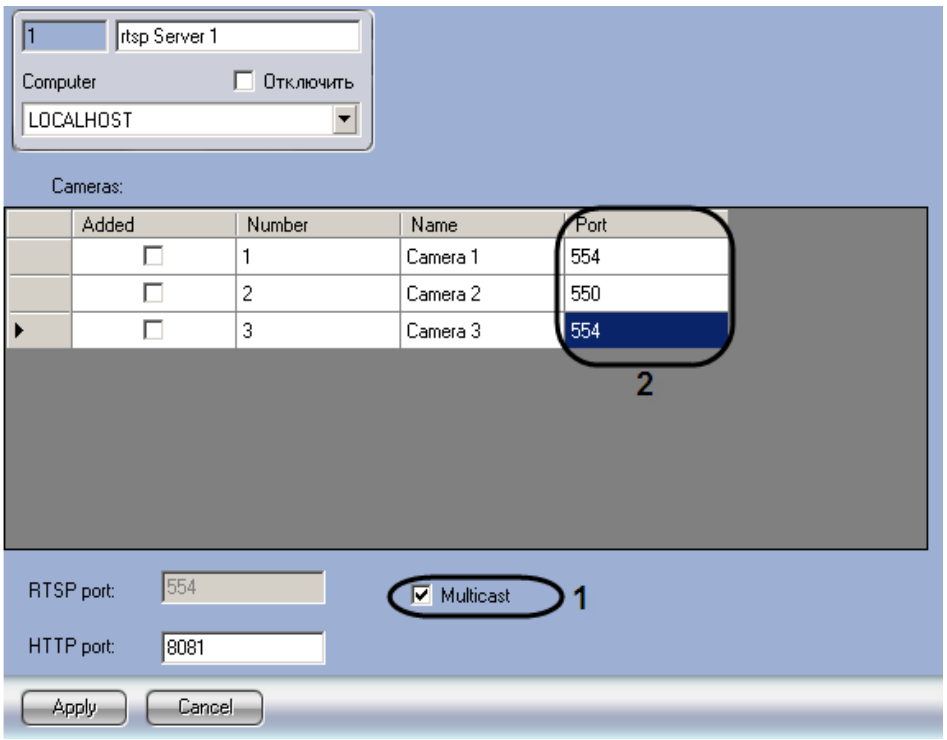

Figure 8.17-4 Activating the Multicast mode
8. To distribute transmitted signal among different rtsp-ports set the “Multicast” checkbox (Figure 8.17-4, 1). In the “Cameras” table the “Port” column is displayed. Every video camera is to have a data transmission port (Figure 8.17-4, 2).